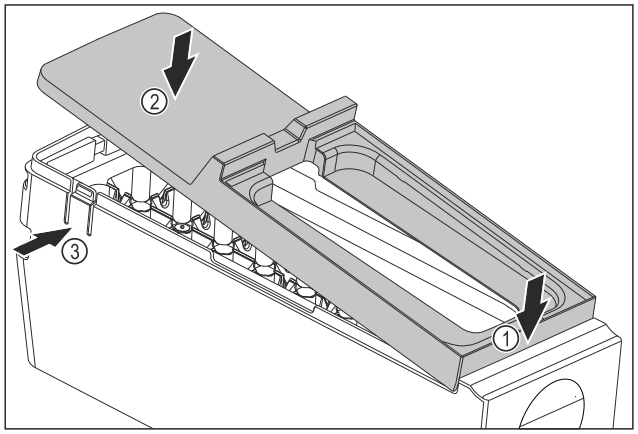

Fig. 185
▶ Afdekking van de EasyTwist-Ice-corpus monteren: Afdekking voor bevestigen. *Fig. 185 (1)*
▶ Afdekking achter neerlaten. *Fig. 185 (2)*
▷ Afdekking klikt hoorbaar in beide strips *Fig. 185 (3)* vast.